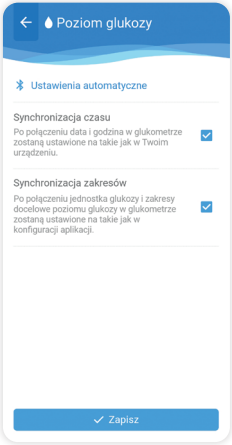

Rys. 65
- Synchronizację czasu - po połączeniu glukometru Abra Smart BT z aplikacją ISTEL Health data i godzina w glukometrze zostaną ustawione tak jak w urządzeniu mobilnym (Rys. 65)
- Synchronizację zakresów - po połączeniu glukometru Abra Smart BT z aplikacją ISTEL Health jednostka glukozy oraz zakresy pożądane poziomu glukozy w glukometrze zostaną ustawione tak jak w aplikacji (Rys. 65).